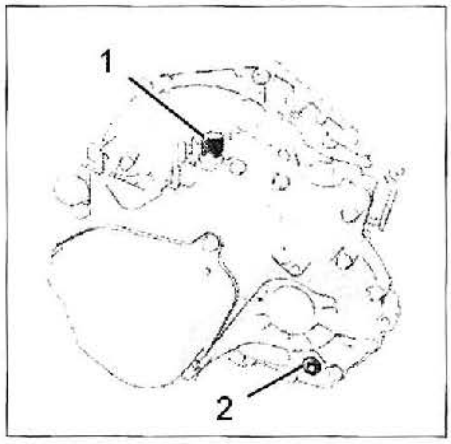

FIG. 8
• Desmontar el tapón (2) para efectuar el vaciado **(fig. 8)**.
• Montar el tapón de vaciado (2).
• Desmontar el tapón del taladro de ventilación (1).